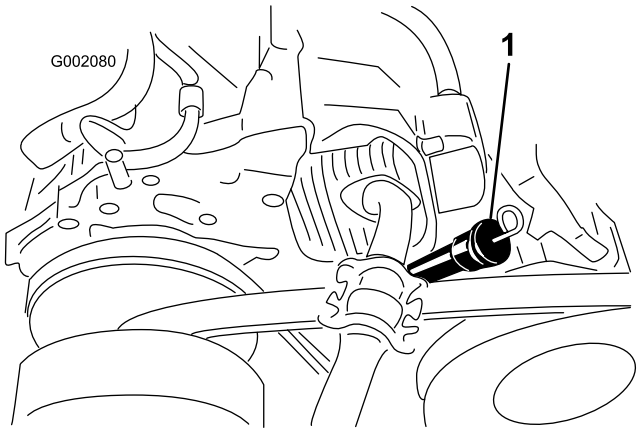

Figur 18
3. Bruk en fille til å rengjøre rundt påfyllingstuten (Figur 18), slik at smuss ikke kan falle ned i tuten og skade motoren.
4. Ta ut peilestaven, og tørk av enden (Figur 18).
5. Skyv peilestaven helt inn i påfyllingstuten (Figur 18).
8. Sett peilestaven ordentlig på plass (Figur 18).